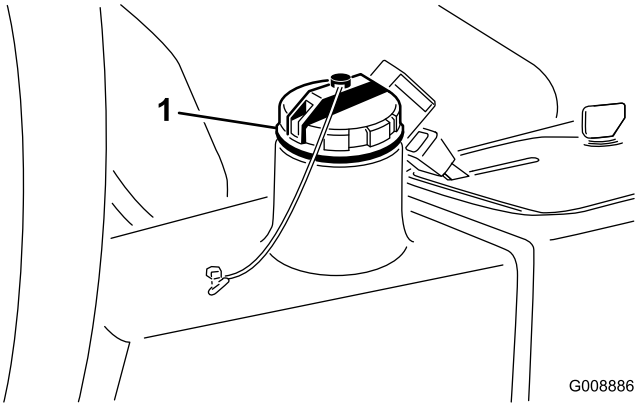

Figuur 24
2. Reinig de omgeving van de vulbuis en de dop van de hydraulische tank (Figuur 24). Verwijder de dop.